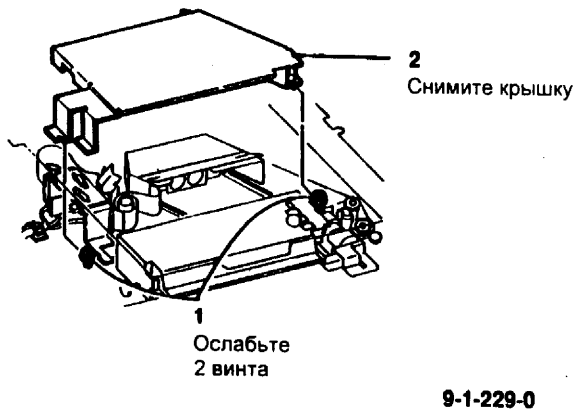

Рис. 1 Снятие крышки блока оптики
2. (Рис. 1) Снимите крышку блока питания.